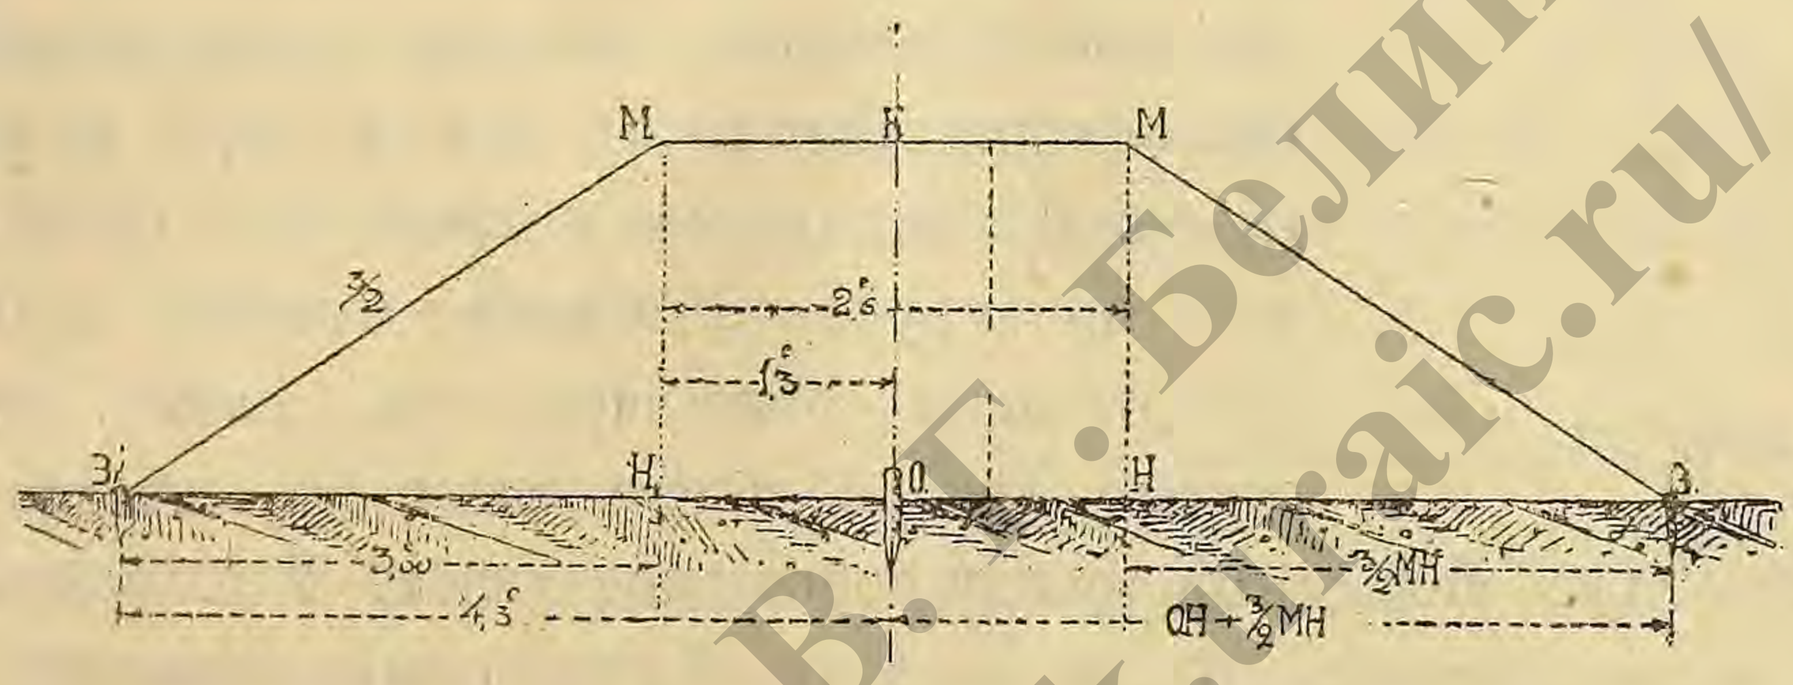

Рис. 239.
1. *Насыпь на ровном месте*, высота ее $OK = 2^c$ (рис. 239), откосы полуторные, дорога в один путь, ось полотна отмечена колом O. Как видим из чертежа, предельные искомые точки 33_1, до которых надо сыпать землю, будут находиться от оси O на расстоянии равном *половине ширины полотна* (в нашем случае $OH = \frac{2,6}{2} = 1,3$ саж.), сложенной с $HЗ$ *заложением откоса*, которое будет равно коэффициенту откоса, умноженному на красную отметку $= {}^3/_2\ MH$ (где MH высота насыпи), а если $MH = 2^c$, то $HЗ = {}^3/_2 . 2 = 3$ саж. и, таким образом, $OЗ = 1,3 + 3 = 4,3^c$. То же расстояние получится и по другую сторону. Отложив от оси в обе стороны по $4,3^c$, в точках 33_1 забивают колья.